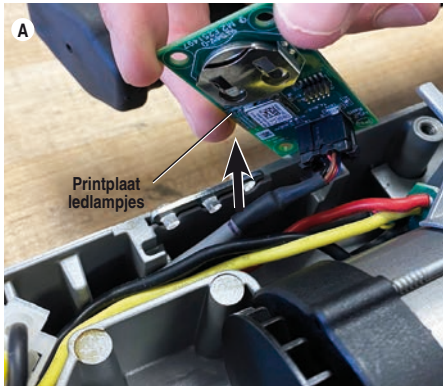
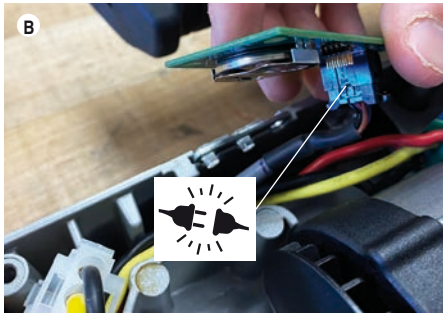

**Afbeelding 3A – Printplaat voor de ledlampjes optillen**
**Afbeelding 3B – Printplaat voor de ledlampjes loskoppelen**
3. Til de printplaat van de ledlampjes op (zie afbeelding 3a), koppel de stekker los (*zie afbeelding 3B*) en verwijder de printplaat voor de ledlampjes.